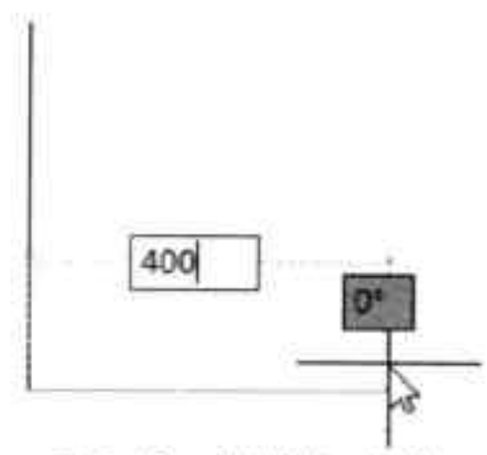

图5-10 绘制第二条边
Step 02 将光标向右移动，并输入 400mm，按回车键，如图 5-10 所示。